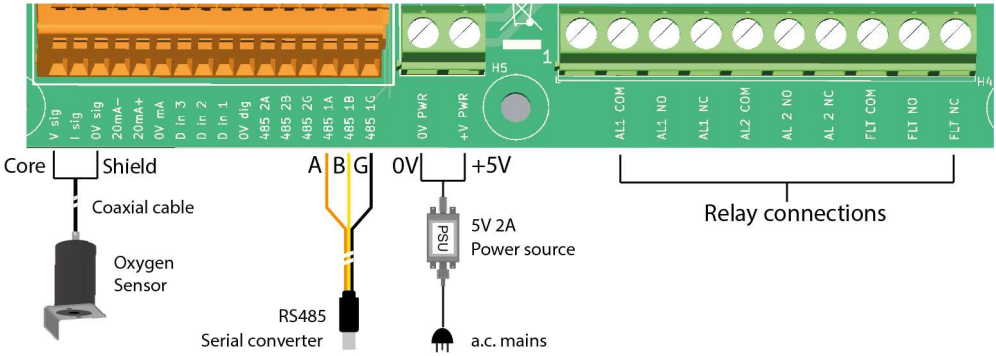

Figure 6: Cabling
Cabling requirements are shown in Figure 6. The terminal strip is located inside the housing, under the safety cover.
The EC9031 Oxygen Monitor is operated from a 5V DC 2A supply. An optional AC line power 85-264V, 50-60Hz to 5V 2A PSU is available (PN 0032-0005). Power is connected to the 3-way terminal strip as shown in Figure 6.
The Oxygen Sensor Assembly is connected to the ‘V Sig’ and ‘0V Sig’ as shown in Figure 6.
The EC9031 Oxygen Monitor firmware has an RS485 interface for updating the firmware. To use the optional USB to the RS485 Serial Converter (PN 0804-0001), connect the orange wire (A) to the '485 1A', the yellow wire (B) to '485 1B' and the black wire (G) to '485 1G' as shown in Figure 6.